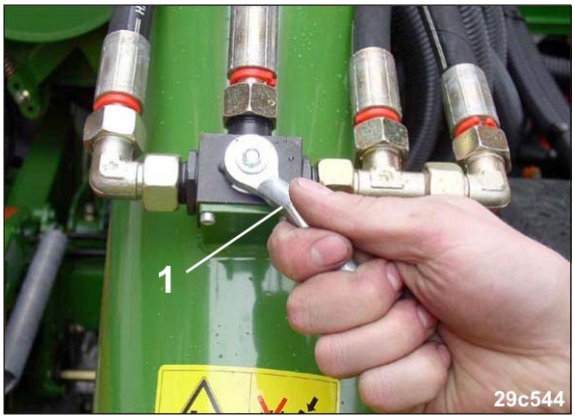

Fig. 199
7. Den hydr. Antrieb der Befüllschnecke am Kugelhahn (Fig. 199/1) langsam einschalten.